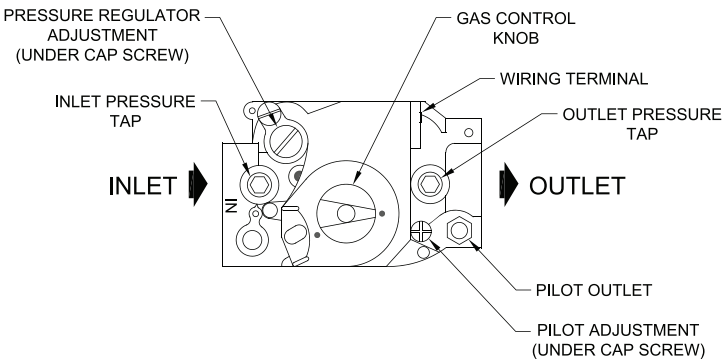

Figure 9-3: Top View of Gas Valves
2. PURGE AIR FROM GAS PIPING by loosening (or removing) "Inlet Pressure Tap" plug on gas valve (See Figure 9-3). Tighten (or replace) plug when you start to smell gas. Adequate ventilation must be provided and no smoking or open flame permitted.
1. Install manometer on 1/8" outlet pressure tap on gas valve (see Figure 9-3). Use of shutoff valve between manometer and gas valve can prevent pressure surge that blows out manometer fluid.